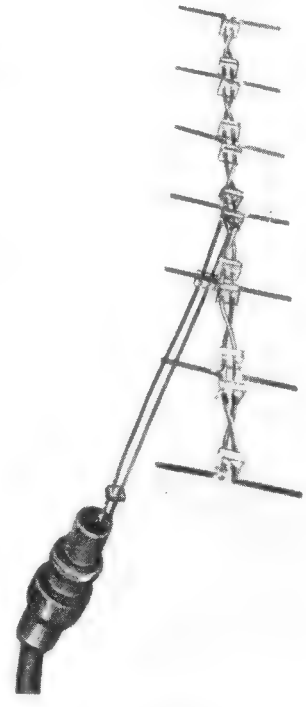

Bild 4. Dipolzeile für λ = 10 cm
b) Leitungsstücke als Impedanztransformatoren. Da sich alle Leitungseigenschaften periodisch mit der halben Wellenlänge wiederholen, stellt jede Leitung von der Länge $\lambda/2$ oder einem ganzzahligen Vielfachen von $\lambda/2$ einen Transformator 1 : 1 dar. Dieser Transformator wird z. B. bei Dipolzeilen verwendet, wo die einzelnen, in $\lambda/2$-Abstand voneinander angeordneten Strahler durch $\lambda/2$-lange Leitungsstücke parallel geschaltet werden. Da aber der $\lambda/2$-Transformator eine Phasendrehung von 180° bewirkt, muß durch Wendelung der beiden Leiter die Gleichphasigkeit der Einzeldipole wieder hergestellt werden *(Bild 4)*. Besonders einfache Transformationsverhältnisse ergeben sich ferner für Leitungsstücke, die $\lambda/4$ oder ein ungeradzahliges Vielfaches davon lang sind. Derartige Leitungsstücke vom Wellenwiderstand Z transformieren den Abschlußwiderstand $\mathfrak{R}_1$ in den Eingangswiderstand $\mathfrak{R}_2$: